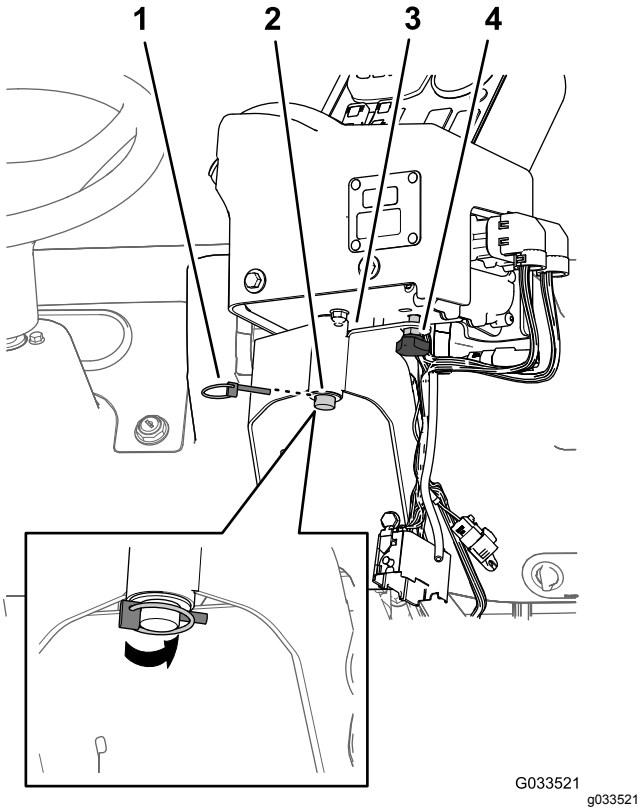

Figur 19
2. Monter kontrollkonsollen på kontrollmonteringsbraketten og fest kontrollkonsollen med fjærklemmepinnen (Figur 19).
3. Monter håndknotten og stram den for å hindre konsollen i å rotere under bruk (Figur 19).